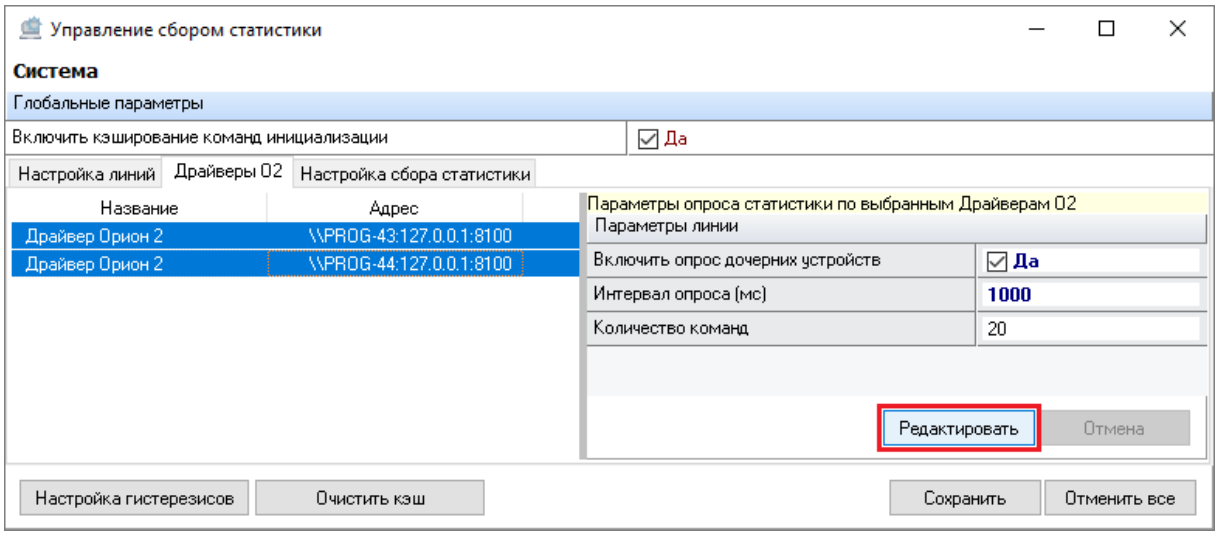

Рисунок 6-218 Переход к редактированию параметров опроса статистики для выбранных Драйверов Орион 2
2) нажмите кнопку «Редактировать» в области «Параметры опроса статистики выбранных Драйверов Орион 2» (см. Рисунок 6-218) для перехода в режим редактирования параметров опроса статистики для выбранных линий;